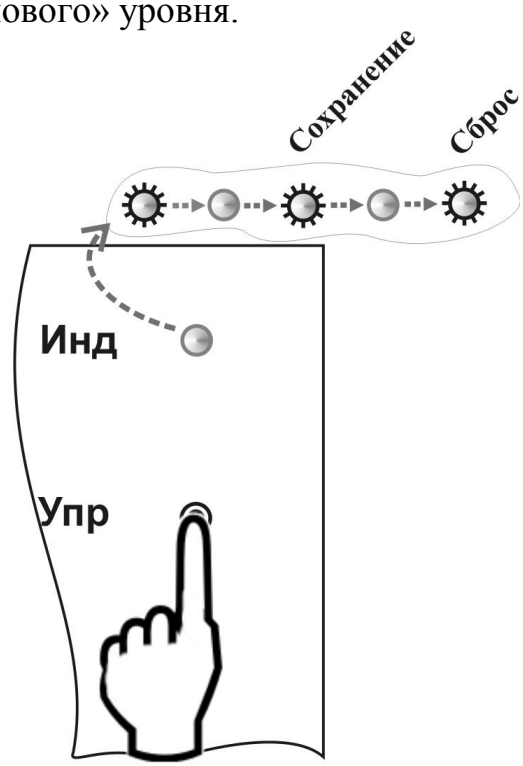

Рис. 6.25
6.4.5.3 При продолжительном нажатии на кнопку в режиме обучения, соответствующий индикатор также начинает медленно мигать (поочередно включаться и выключаться до третьего включения, см. рис. 6.25). Третье включение является и последним, далее индикатор светится непрерывно до момента отпускания кнопки. Если отпустить кнопку во время первого включения (свечения) индикатора, ничего не изменится и извещатель останется в режиме обучения. Если отпустить во время второго включения, произойдет выход из режима обучения, при этом восьмикратное моргание (прерывистое свечение) индикатора подтверждает сохранение порогов в ПЗУ. Если отпустить кнопку во время третьего включения индикатора, произойдет сброс и переход в дежурный (рабочий) режим, без сохранения порогов в ПЗУ.